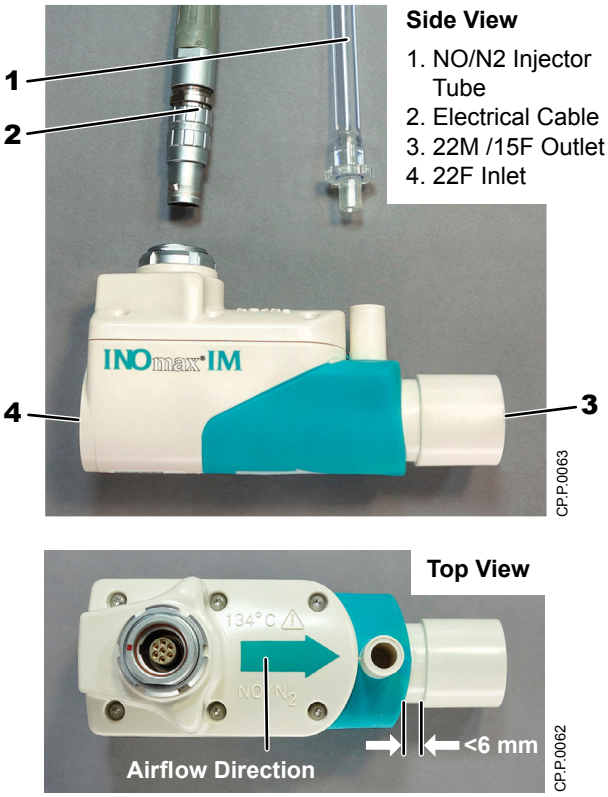

Figure 1-14 Injector Module
The Injector Module (Figure 1-14) is a flow sensor that measures flow in the gas delivery system and injects a proportional amount of INOMAX into the breathing circuit.
- High concentration INOMAX passes through the NO/N2 Injector Tube (see **1**, Figure 1-14) into the Injector Module, and is injected into the inspiratory limb of the gas delivery system circuit. It then mixes with breathing circuit gas and is diluted to the desired dose.
NOTE: The external dimensions of injector module PN 90849, complies with ISO Standard 5356-1, Anaesthetic and respiratory equipment; Conical connectors; Part 1: Cones and sockets, with the exception of clause 3.2.1, which requires relief of ≥ 6 mm on connection tapers to accommodate a breathing tube equipped with a latching socket. Figure 1-14 (top view) shows where the exception is located on injector module 90849.